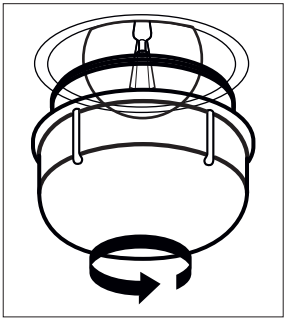

Figure 29
**2.** Remove the glass protection by turning it counterclockwise (See figure 29). Using plastic gloves may help you if you have difficulty in rotating it.